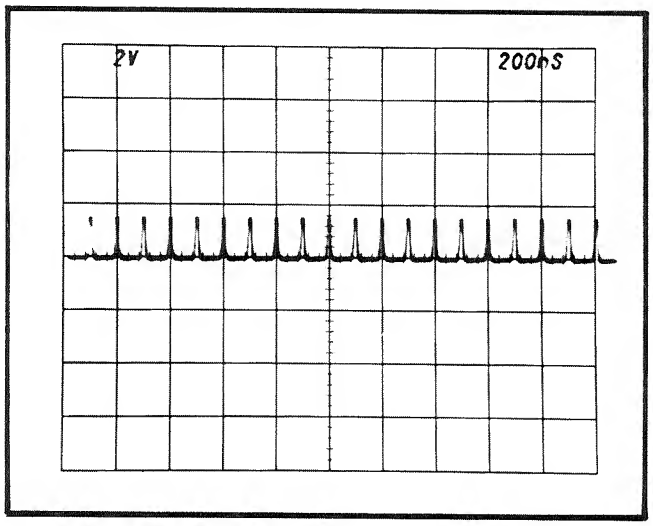

Fig. 5-9. CRT display showing correct 0.2 μs timing.
c. CHECK—CRT display for two markers each division over the center eight divisions. Check that sweep timing is within 0.16 division (2%) over center eight divisions. See Fig. 5-9.